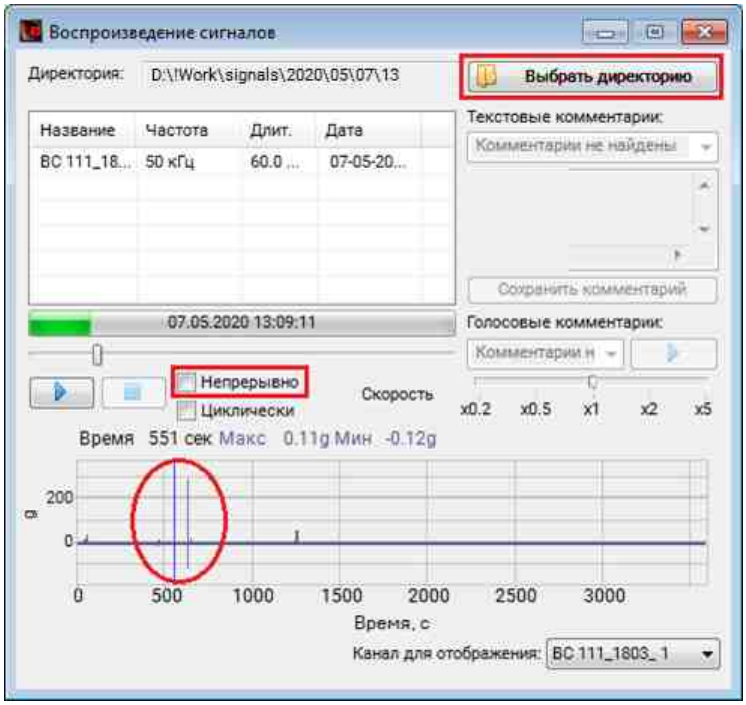

Рис. 2.4 Программа «Воспроизведение сигналов»
7. В открывшемся окне программы «Воспроизведение сигналов» (*Рис. 2.4*) автоматически откроется директория с часовой записью, содержащая интересующую область. Для воспроизведения записи сигнала с определенного момента времени на графике предварительного просмотра следует установить курсор на соответствующей временной отметке. Если необходимо воспроизведение записи длительностью более 1 часа, то следует установить отметку в поле «Непрерывно. Для начала воспроизведения нажать кнопку «  ».